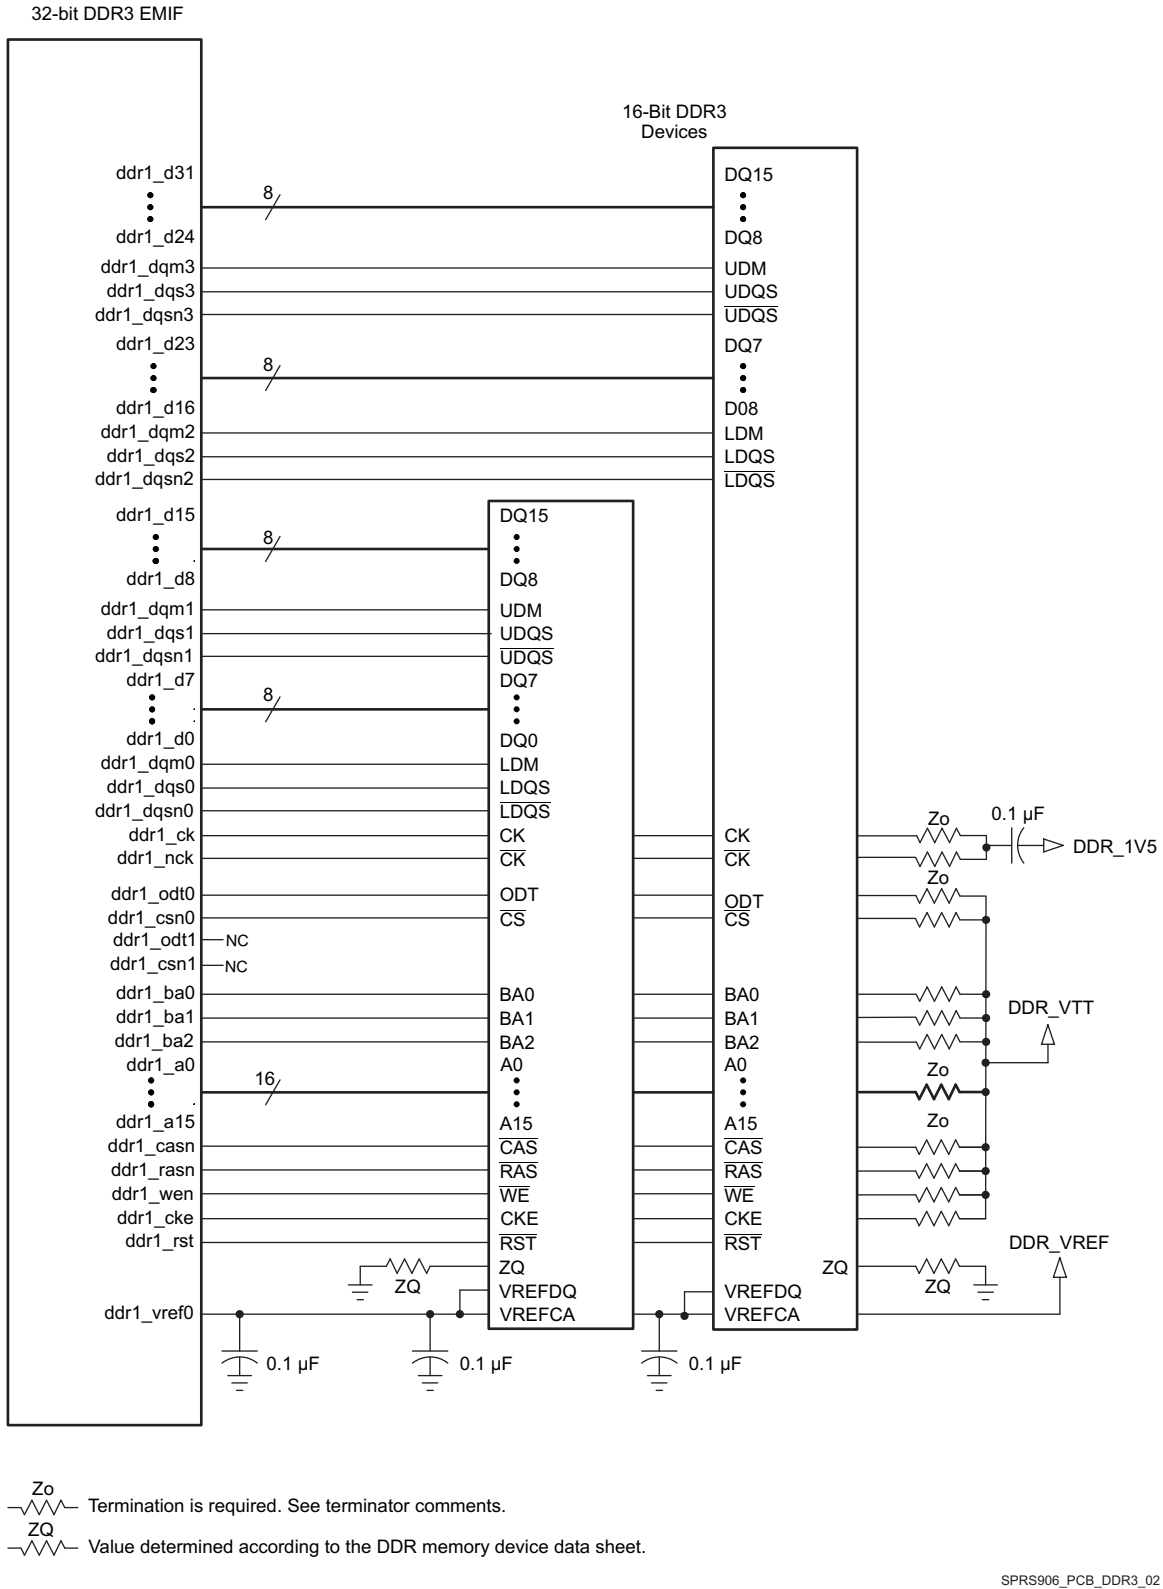
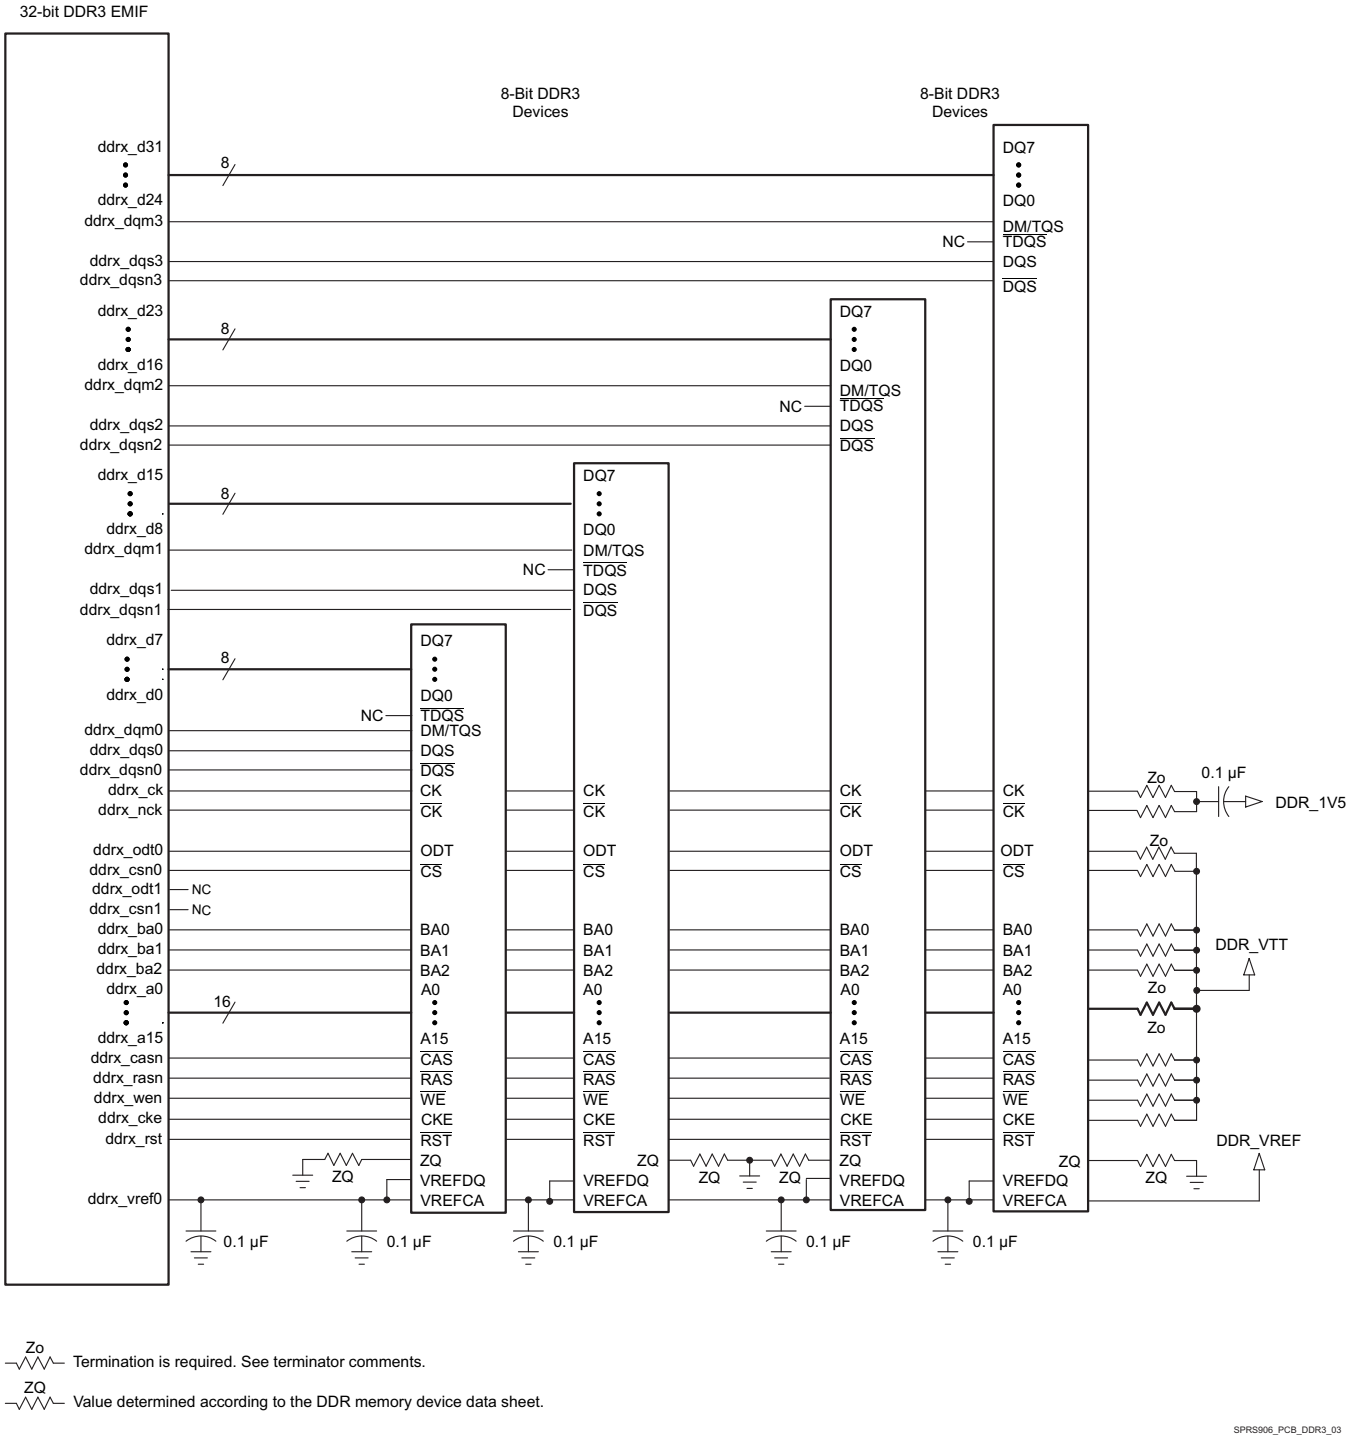

Figure 7-55. 32-Bit, One-Bank DDR3 Interface Schematic Using Two 16-Bit DDR3 Devices
Figure 7-56. 32-Bit, One-Bank DDR3 Interface Schematic Using Four 8-Bit DDR3 Devices
The DDR3 interface schematic varies, depending upon the width of the DDR3 devices used and the width of the bus used (16 or 32 bits). General connectivity is straightforward and very similar. 16-bit DDR devices look like two 8-bit devices. Figure 7-55 and Figure 7-56 show the schematic connections for 32-bit interfaces using ×16 devices.
Note that the 16-bit wide interface schematic is practically identical to the 32-bit interface (see Figure 7-55 and Figure 7-56); only the high-word DDR memories are removed and the unused DQS inputs are tied off.
(1) Refer to Table 7-42, Switching Characteristics Over Recommended Operating Conditions for DDR3 Memory Controller for the range of supported DDR clock rates.
(2) For valid DDR3 device configurations and device counts, see Section 7.7.3.4, Figure 7-55, and Figure 7-56.